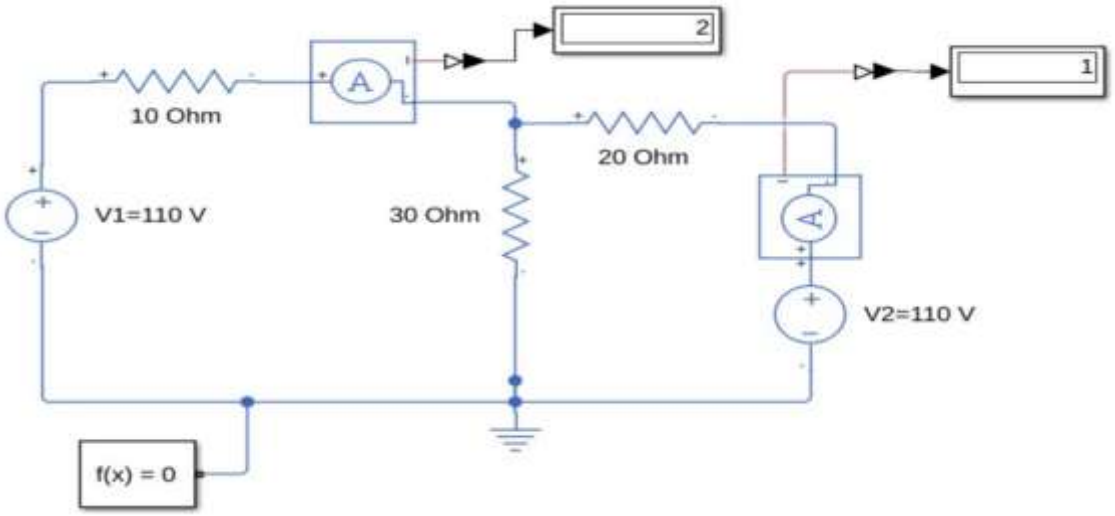

Fig. 1: Two-mesh circuit used for mesh analysis
6. Wire the two voltage sources and three resistors to form the two-mesh network exactly as in the circuit diagram (Fig. 1), with R3 forming the common branch between the two meshes.